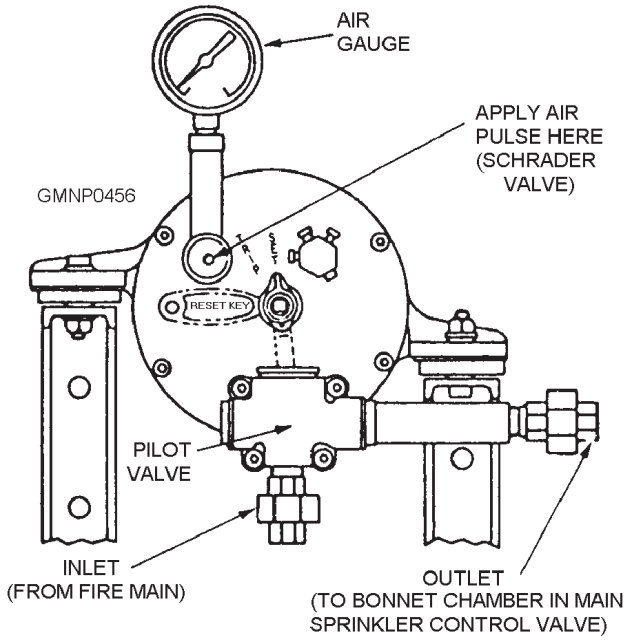

**Figure 8-30.—Pneumatically released pilot value (PRP).**
**PNEUMATICALLY RELEASED PILOT VALVE**.—The pneumatically released pilot (PRP) valve (fig. 8-30) is the main component of the hydraulic control system. It is shock-mounted to the local control panel inside the magazine or RSR. The PRP valve, in response to the pneumatic pressure signal from one or more HSDs, starts automatic sprinkler activation.
Components outside the PRP valve housing include a hydraulic pilot valve, a Schrader valve, and an air-pressure gauge (see fig. 8-30). The pilot valve is installed in a saltwater line of the hydraulic control system. It rotates between a SET (closed) position and a TRIPPED (open) position. The pilot valve must be manually rotated back to its SET (closed) position with a special wrench (reset key).